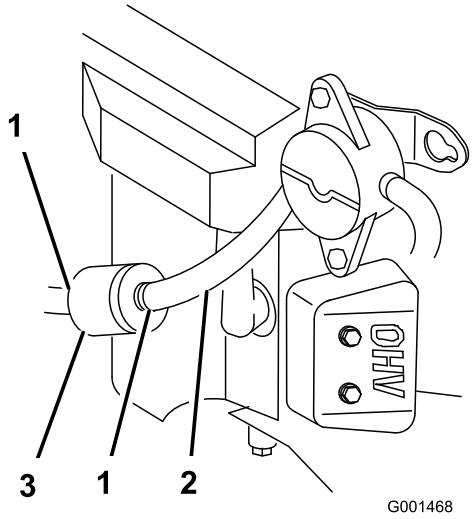

Figuur 29
4. Druk de uiteinden van de slangklemmen naar elkaar toe en schuif ze weg van het filter (Figuur 29).